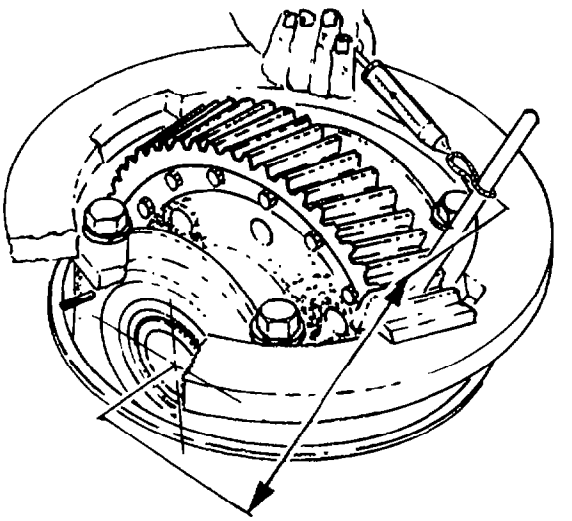

Fig. 337 — Checking Bearing Pre-load
p. Position a calibrated hooked lever on the bull gear and connect a spring scale to the lever 305 mm (12 in.) from the centre of the bull gear, as shown in fig. 337. Adjust the right-hand bearing with adjusting tool J-26437, while pulling on the scale. The correct pull to keep the differential turning slowly and evenly when the bearings are properly pre-loaded is 0.909 – 1.364 kg (2 – 3 lb).